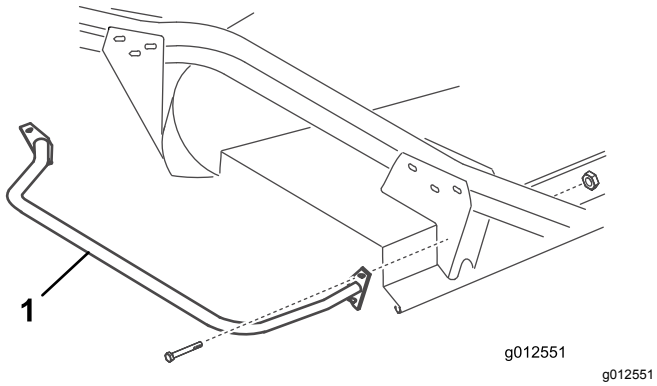

Figure 23
2. Secure the top mounting hole of the front mounting plate of the bumper to the castor arm bracket with a bolt (5/16 -18 x 3 inch) and locknut (Figure 23).